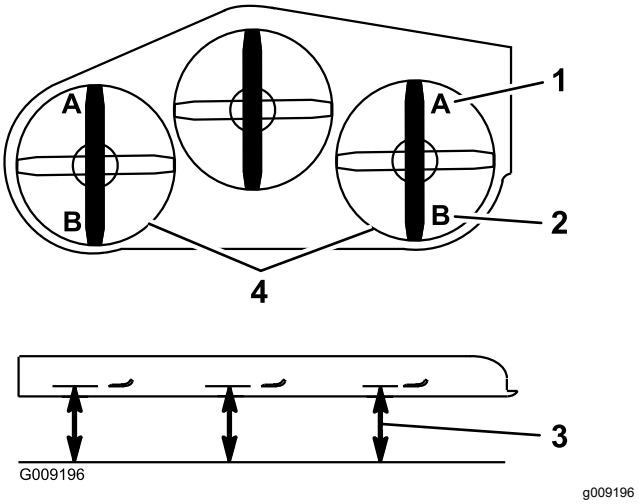

Figur 113
9. Mät från den plana ytan till den främre knivspetsen på däckets båda sidor (position A) enligt Figur 113.
15. Mät från den plana ytan till den bakre knivspetsen på däckets båda sidor (position B) enligt Figur 113.